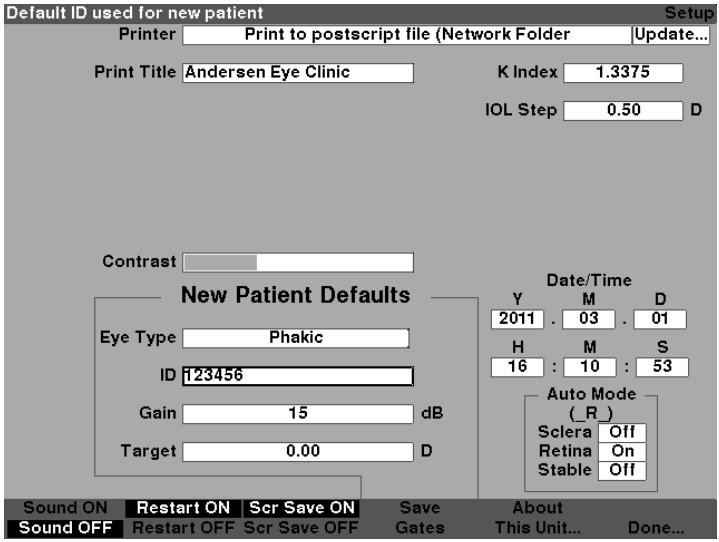

Figure 5-48 Default ID Added
4. Press the knob or the √ button, to save the entered Default ID and to deactivate the field as shown in figure 5-48.